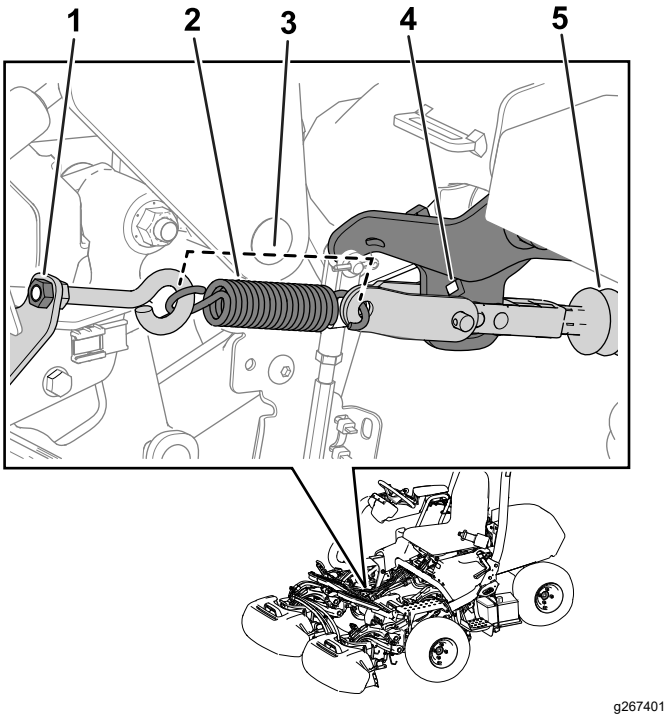

**Figur 30**
**Bemærk:** Se Figur 30 for denne procedure.
5. Udløs fjederens spænding ved at løsne møtrikken, der fastgør øjebolten til fjederbeslaget (Figur 30).
3. Monter fjederen som vist i Figur 30.
4. Tilspænd øjeboltens møtrik, så fjederlængden er 11,4 cm, når fjederen er monteret (Figur 30).